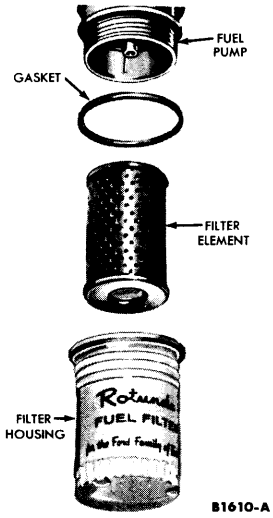

FIG. 4—Fuel Filter Assembly
The fuel filter is integral with the fuel pump (Fig. 4). The filter contains a replaceable element. Replace the element if it becomes clogged and at the recommended interval (Group 12).
2. Place a new filter element over the spout in the fuel pump (Fig. 4). Coat a new gasket with light engine oil and position the gasket on the filter housing. Screw the filter housing on the pump. Hand tighten the filter housing until the gasket contacts the pump, then advance it ⅛ turn.